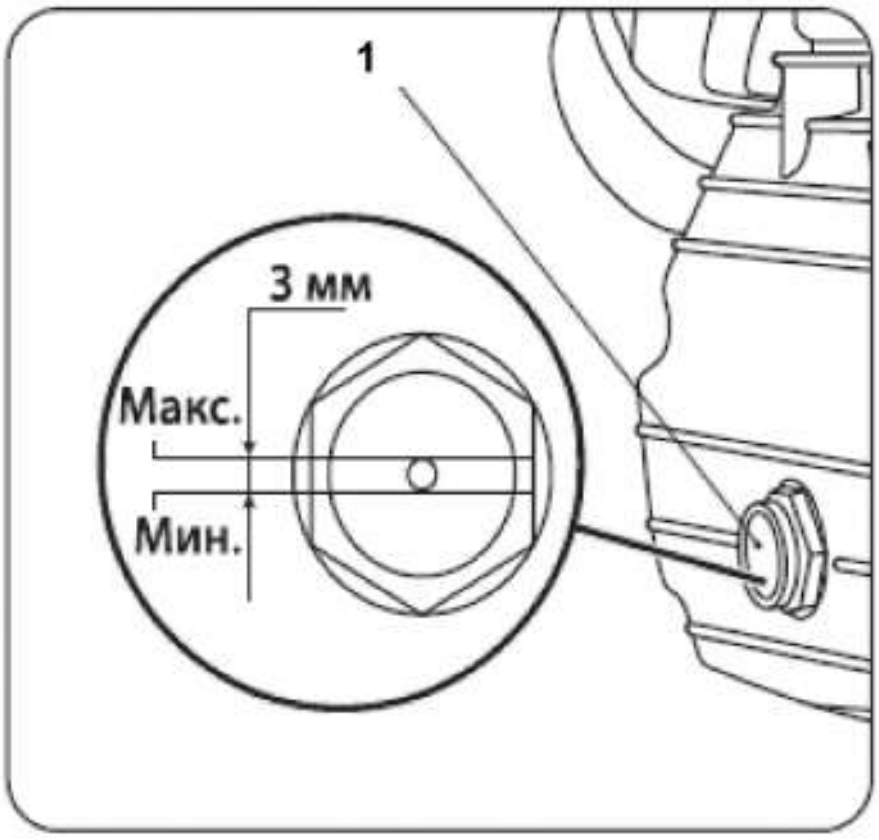

Рис. 3
4.Компрессор поставляется заправленный компрессорным маслом. Проверьте уровень масла в картере, при необходимости долейте масло в картер (см. пункт «Замена масла») до максимального уровня (до красной отметки) в смотровом окне 1 (Рис. 3).